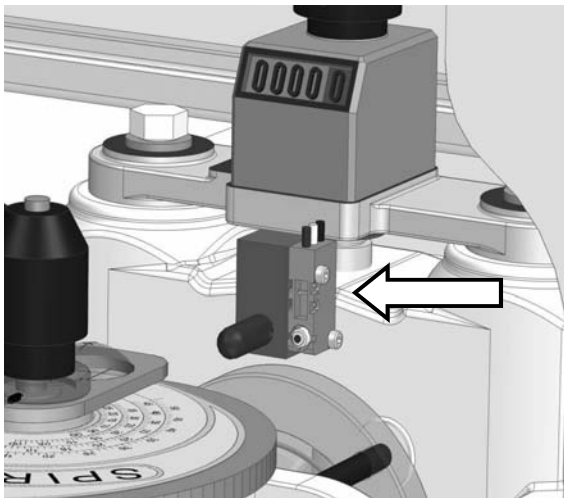

Fig. 16a
- 16) Drilling group end-stroke device (see fig. 16a, 16b)
- At the end of the stroke the drilling group turns on an electrical end-stroke switch (see fig. 16a-16b) which turns upside-down a electrovalve, then goes back to the start position and rests.
- At the end of the stroke, the drilling group turns on and an electrical end-stroke switch (see fig. 16a-16b) which turns upside-down a electrovalve and goes back to the start position and rests and so doing allow the horizontal group to run.